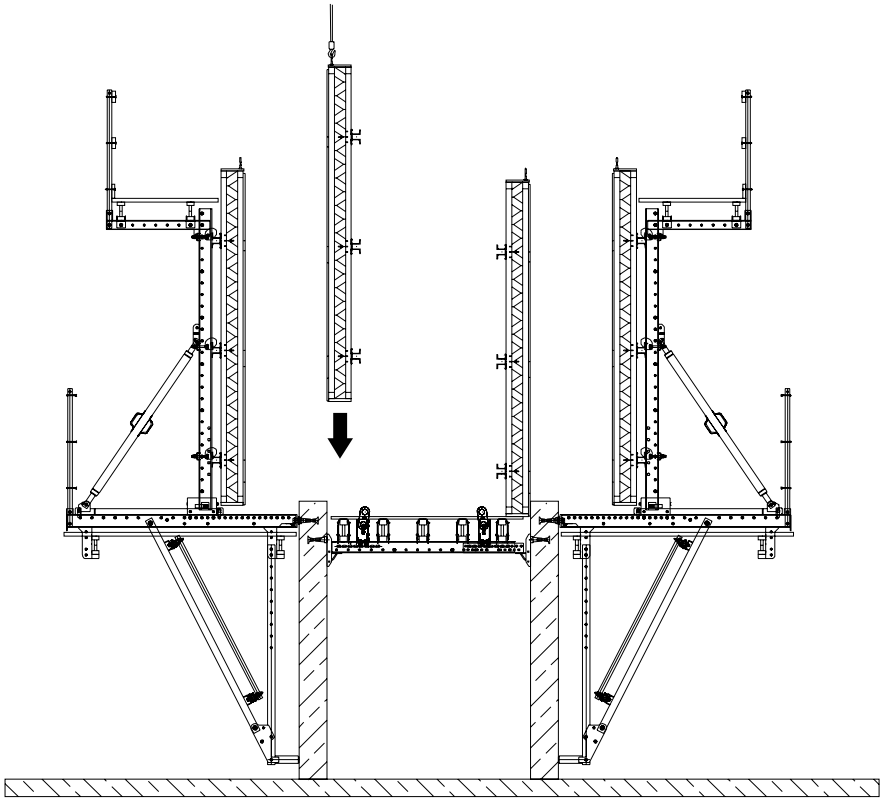

Abb. A4.03
2. Innenschalung auf die Schachtbühne setzen und befestigen (Abb. A4.03).